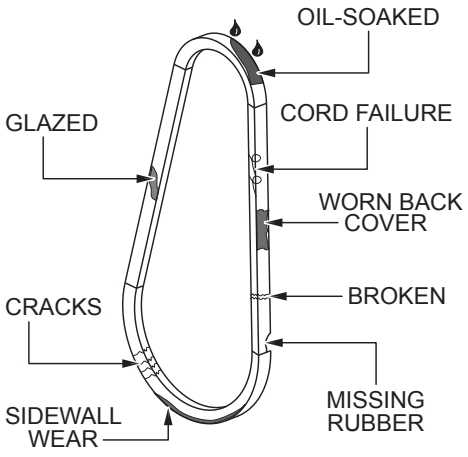

Figure 32. V-Belt Inspection
1. Inspect the V-belt (Figure 32) to determine if it is frayed, peeling, full of tiny cracks, has pieces of rubber missing, or is otherwise damaged.
2. Inspect the V-belt (Figure 32) to determine if it is oil-soaked or glazed (a hard, shiny appearance on the sides of the belt). Either of these conditions can cause overheating of the belt, which may weaken the belt and increase the danger of it breaking.